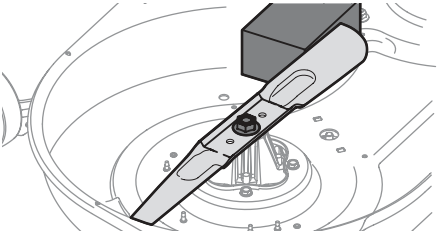

Fig. 50
2. Placez un morceau de bois entre le boîtier du plateau de coupe et la lame de coupe pour empêcher tout mouvement (Fig. 50).
3. Placez un morceau de bois entre le boîtier du plateau de coupe et la lame de coupe pour empêcher tout mouvement (Fig. 50 à la page 107).